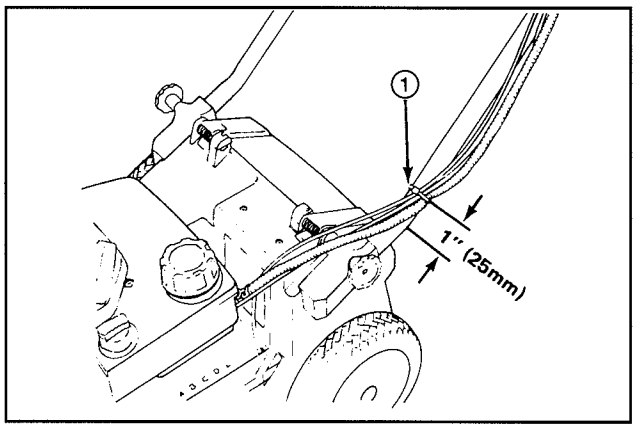

Figura 3
6. Utilice las abrazadera para asegurar los cables a la parte inferior del tubo del lado izquierdo (Fig. 3). La abrazadera debe colocarse a 2,5 cm (1 pulg.) del codo de la manija. Para la colocación correcta del cable, vea la Figura 3.